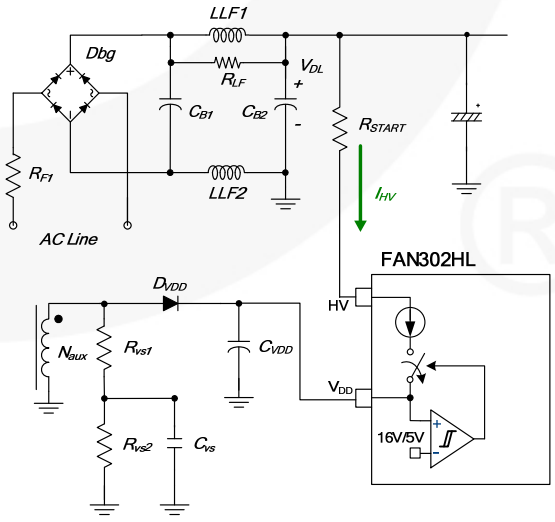
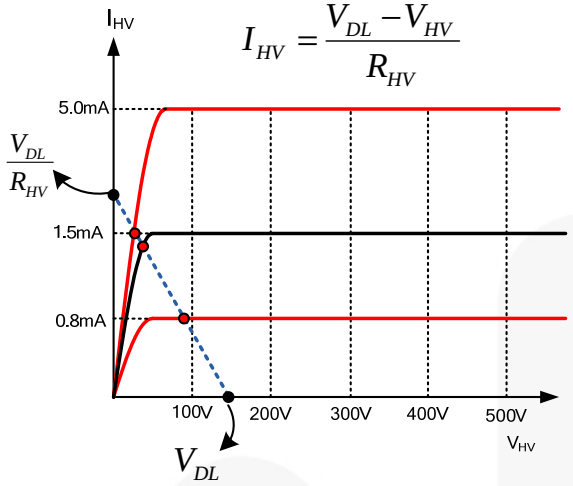

Figure 33. HV Startup Circuit
Figure 34.V-I Characteristics of HV Pin
Figure 33 shows the high-voltage (HV) startup circuit. Internally, JFET is used to implement the high-voltage current source, whose characteristics are shown in Figure 34. Technically, the HV pin can be directly connected to the DC link (V_{DL}). To improve reliability and surge immunity; it is typical to use about a 100 kΩ resistor between the HV pin and the DC link. The actual HV current with given DC link voltage and startup resistor is determined by the intersection of V-I characteristics line and load line, as shown in Figure 34.